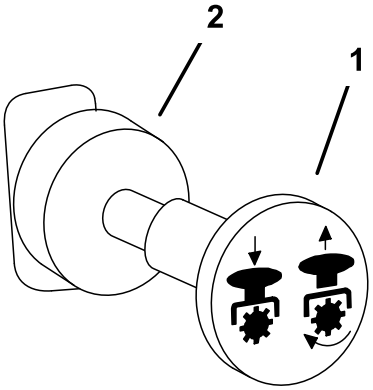

Figur 14
1. Koppla ur kraftuttaget, flytta rörelsereglagen till det neutrala låsläget och dra åt parkeringsbromsen (Figur 14).
4. Dra ut kraftuttagsbrytaren (PTO) för att koppla in kraftuttaget (Figur 14).
Tryck in kraftuttagsbrytaren (PTO) för att stänga **av** kraftuttaget (Figur 14).